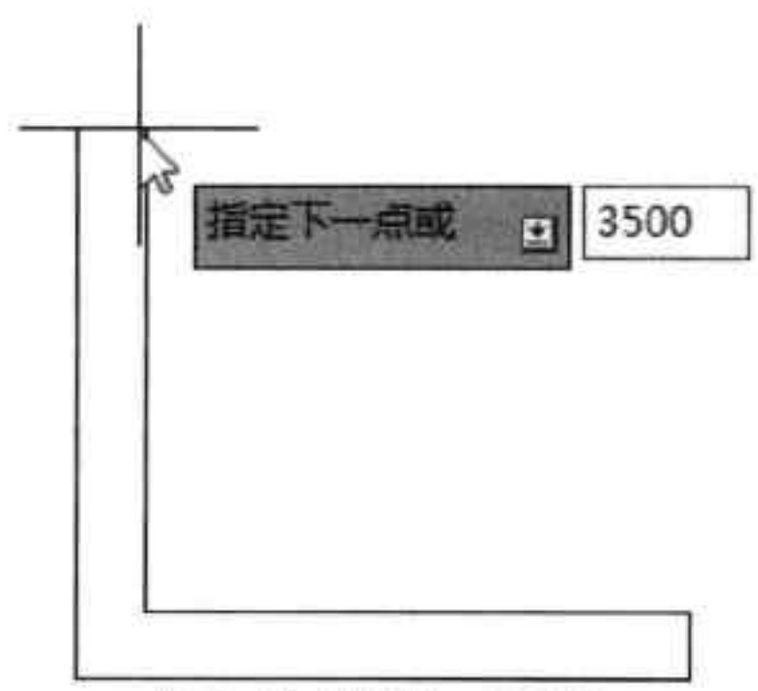

图5-18 绘制另一条多线
Step 03 将光标向上移动，并输入距离值为 3500，按回车键，如图 5-18 所示。